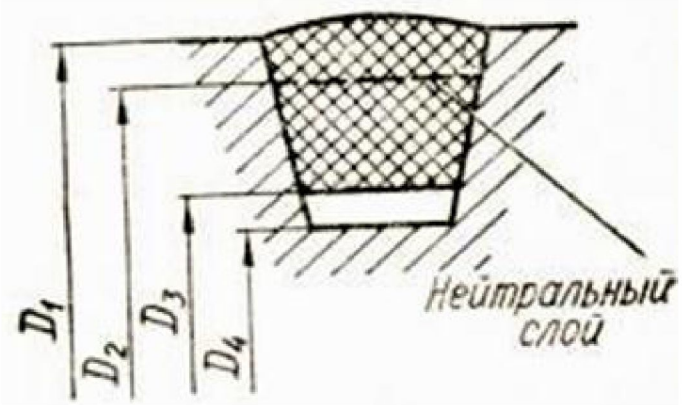

Рисунок 3
4.2 Что принимается за диаметр шкива клиноременной передачи (рисунок 3)?